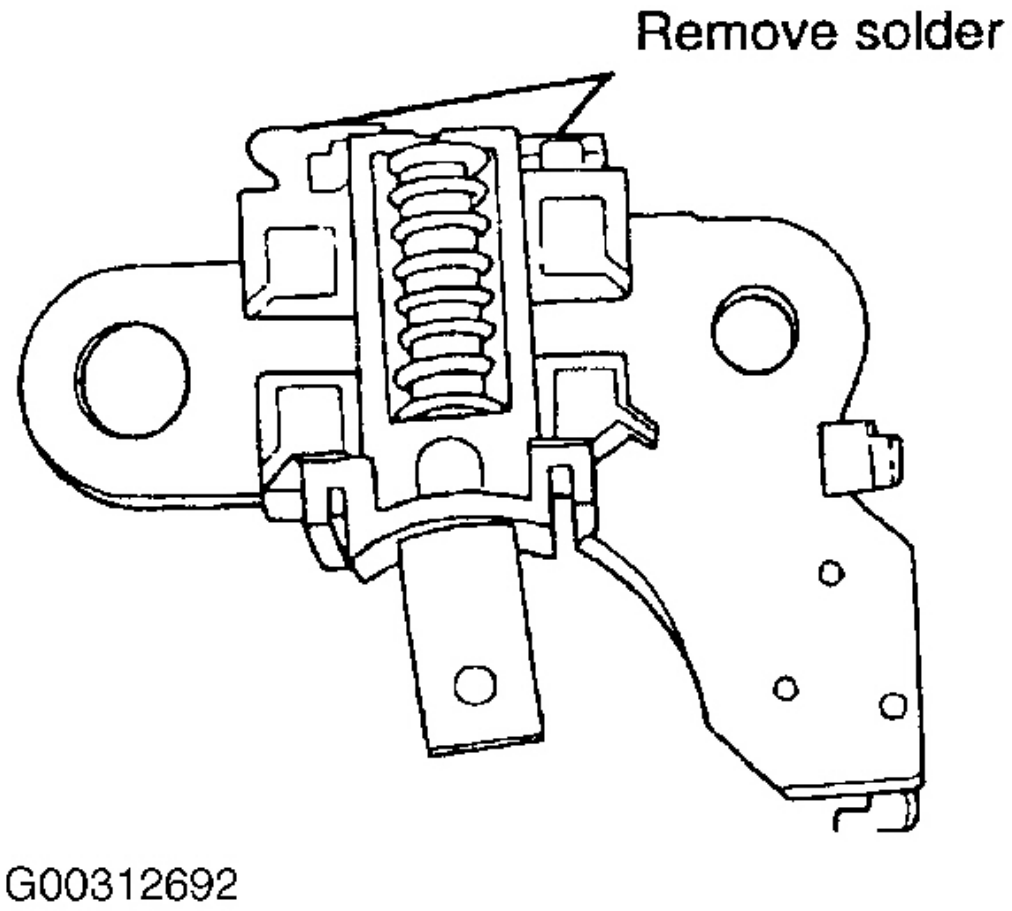

Fig. 18: Extracción de soldadura de la coleta
11. sustitución de los cepillos. Eliminar soldadura de cable flexible de conexión, y luego eliminar cepillo. Ver **La Fig. 18** .